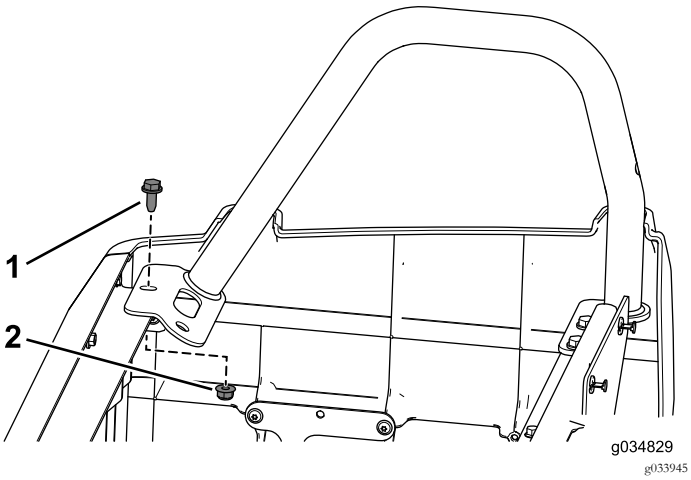

Figur 53
1. Fjern den forreste flangebolt og flangemøtrik på højre hoftestøtte (Figur 53).